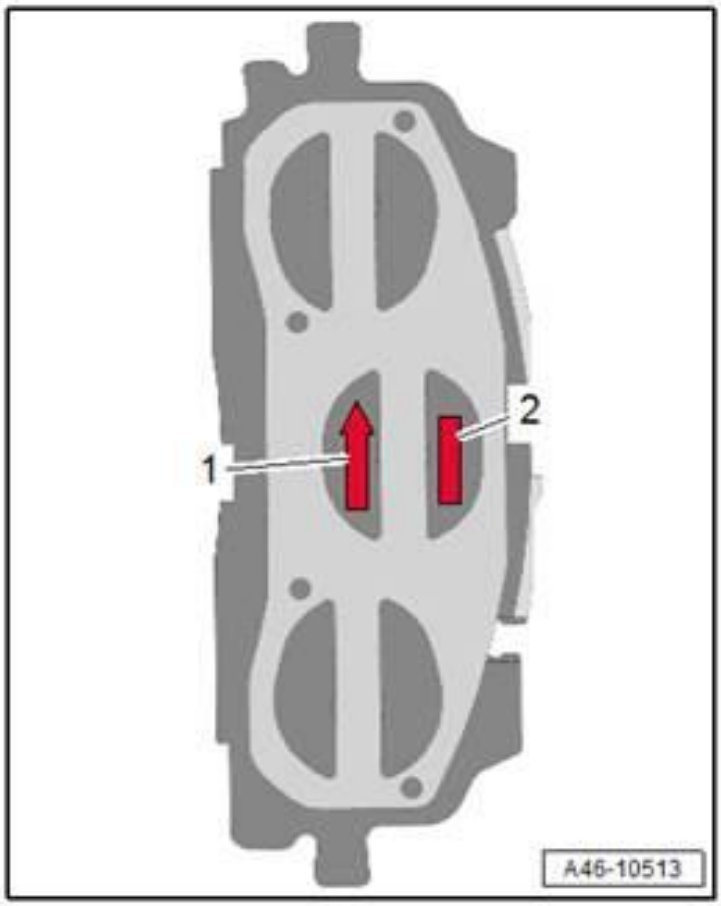

Figure 5. *Correct installation positioning for the brake pad.*
5. It is mandatory to pay attention to the labeling on the brake pad (Figure 5). When installed the arrow (1) position on the backing plate must point upward (the pads should be installed with the arrows following the forward rotation of the wheel). Labeling (2) indicate correct assembly position (left outer/inner, right outer/inner).